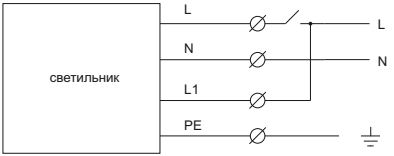

Рисунок 3
4.3.3 Подключение светильника к сети производить сетевым кабелем, выведенным из корпуса светильника, согласно маркировке проводников (рисунок 3): L – коммутируемая фаза; N – нейтраль; PE – заземление; L1 – некоммутируемая фаза.